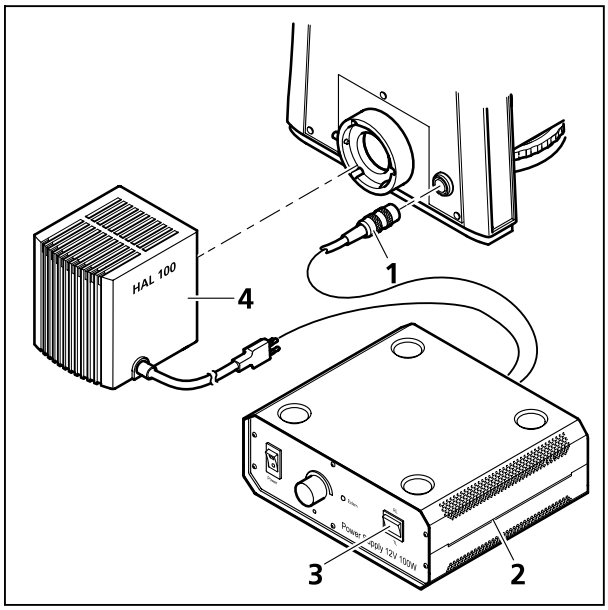
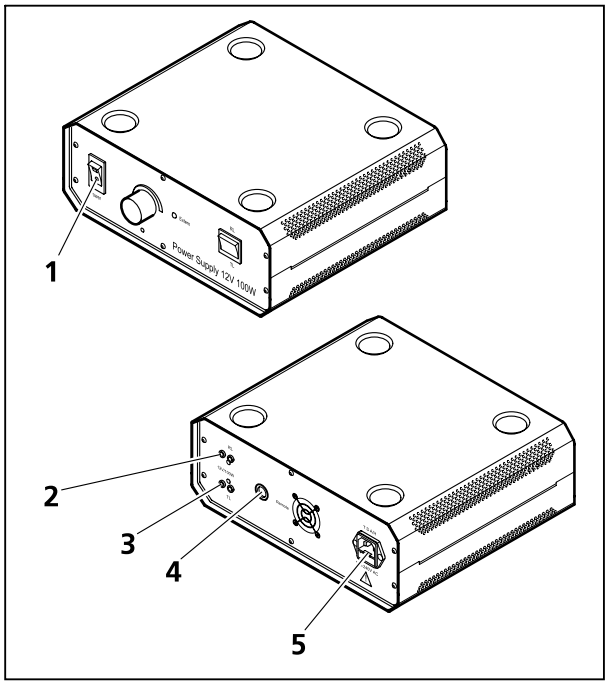

Bild 3-40 Stativunterteil für HAL 100-Beleuchtung
Bild 3-41 Beistellnetzteil für zwei Leuchten (Vorder- und Rückseite)
- Halogenleuchte HAL 100 (Bild 3-40/**4**) an Stativ ansetzen (siehe auch Abschnitt 3.1.16.1).
- 3-poligen Leuchtenstecker der HAL 100 an die Buchse für Durchlicht **TL** (Bild 3-41/**3**) des separaten Beistellnetzteils für zwei Leuchten (Bild 3-40/**2**) anschließen.
- Steuerkabel für Beleuchtungsintensität (Bild 3-40/**1**) mit der jeweiligen Anschlussbuchse (**Remote**) an der Stativrückseite bzw. am Beistellnetzteil (Bild 3-41/**4**) verbinden.
- Kippschalter (Bild 3-40/**3**) für Umschaltung zwischen Auflicht- und Durchlichtleuchte in Position für Durchlicht **TL** stellen.
- 3-poligen Leuchtenstecker der HAL 100 an die Buchse für Auflicht **RL** (Bild 3-41/**2**) des separaten Beistellnetzteils für zwei Leuchten anschließen.
- Netzanschluss des Beistellnetzteils (Bild 3-41/**5**) über Netzkabel mit einer Netzsteckdose verbinden.
- Halogenleuchte für Durchlicht (Stativunterteil für HAL 100-Beleuchtung) und Auflicht (sofern verwendet) am separaten Beistellnetzteil (Bild 3-41/**1**) einschalten (siehe dazu auch separate Bedienungsanleitung des Beistellnetzteils). Je nachdem, ob die Leuchte für Auflicht oder für Durchlicht verwendet werden soll, den Kippschalter (Bild 3-40/**3**) für Umschaltung zwischen Auflicht- und Durchlichtleuchte für Durchlicht in Position **TL** oder für Auflicht in Position **RL** stellen.